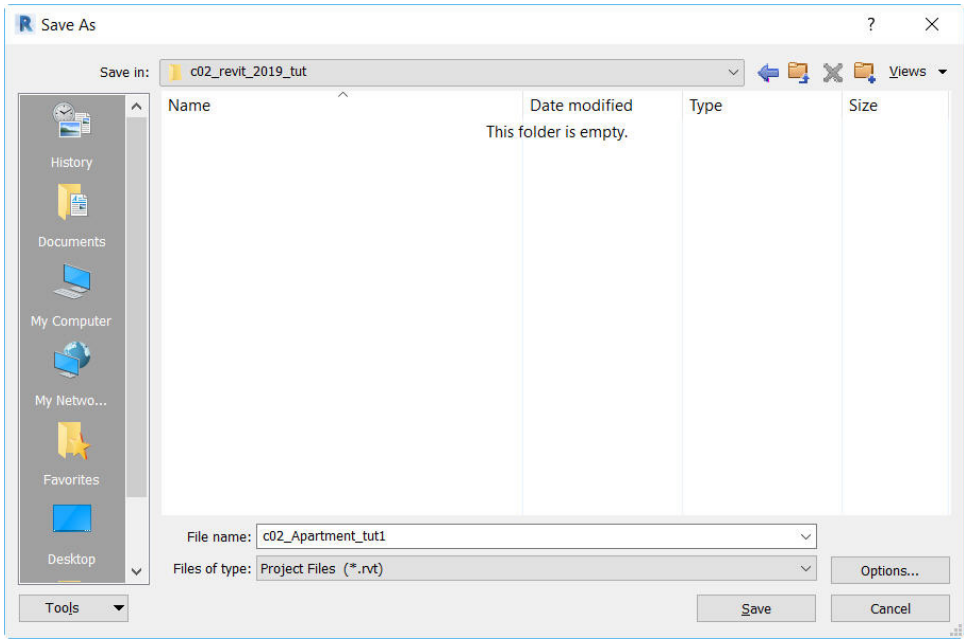

Figure 2-38 *Saving the project using the* ***Save As*** *dialog box*
3. Open the *rvt_2019* folder and then create a sub-folder with the name *c02_revit_2019_tut*. Next, open the created folder and save the file with the following name, refer to Figure 2-38.